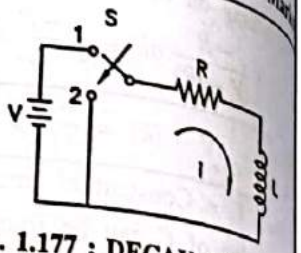

FIG. 1.177 : DECAY OF CURRENT IN INDUCTIVE CIRCUIT
- An inductive circuit containing resistance $R$ and inductance $L$ in series is shown in Fig. 1.177.